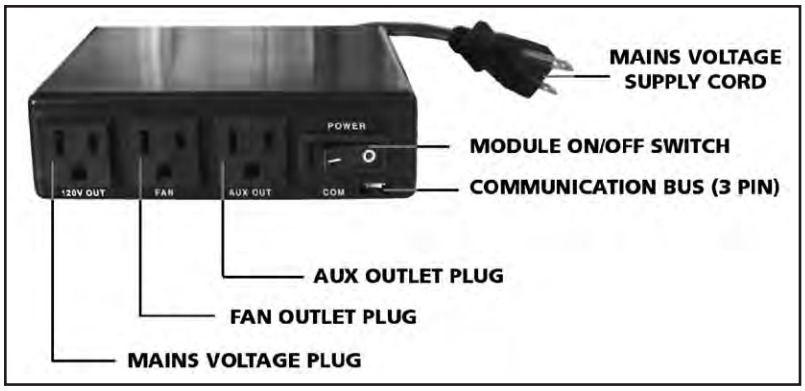

Figure 108: Proflame Fan Control Module.
Fan Control Module (FCM) offers the added ability to control the fan speed through six (6) speeds, a remotely actuated 120V outlet and a constantly powered 120V outlet. The FCM provides DC power to the Receiver allowing the batteries to be used only when line power is interrupted or lost (see Figure 108).